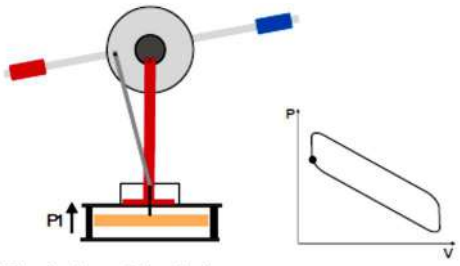

Fig. 1 : Apport de chaleur
Pour simplifier les choses, le cycle thermodynamique du moteur de Stirling peut être divisé en 4 phases : apport de chaleur, expansion, transmission de chaleur et compression. Ils sont représentés schématiquement sur les figures 1 à 6 pour le modèle de fonctionnement étudié.
- **Apport de chaleur :** Pour l'apport de chaleur, le piston déplaceur (P1) se déplace vers le haut et refoule l'air vers le bas dans la zone chauffée du piston déplaceur. La température et la pression augmentent approximativement de façon isochore. Pendant ce temps, le piston moteur se trouve au point mort bas (Fig. 1). Le piston déplaceur dépasse le piston moteur et atteint le point mort